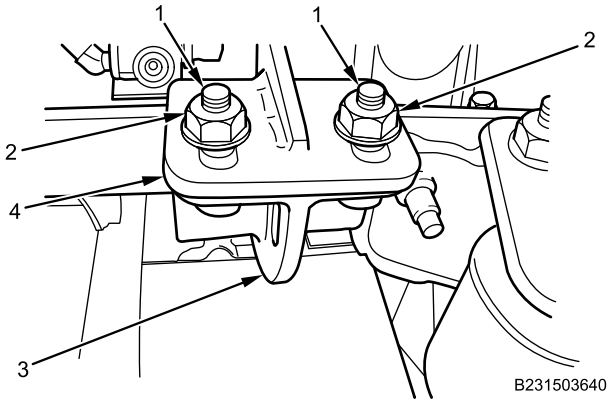

Figure 9. Rear Frame Bracket.
5. Install rear frame bracket (Figure 9, Item 3) on wheel deflector bracket (Figure 9, Item 4) with two bolts (Figure 9, Item 1) and nuts (Figure 9, Item 2). Tighten bolts securely.